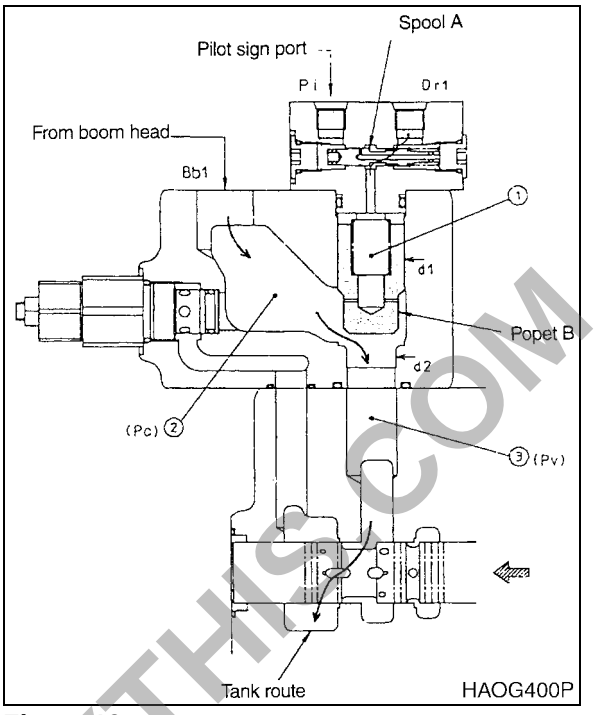

Figure 19
Pilot signal pressure enters signal port, spool (A, Figure 19) moves to the right and chamber (1) and drain (1) are connected allowing chamber (1) to drain. Since pressure Pc is greater than Pv, oil flows through the opened poppet (B) and flows back to the tank.